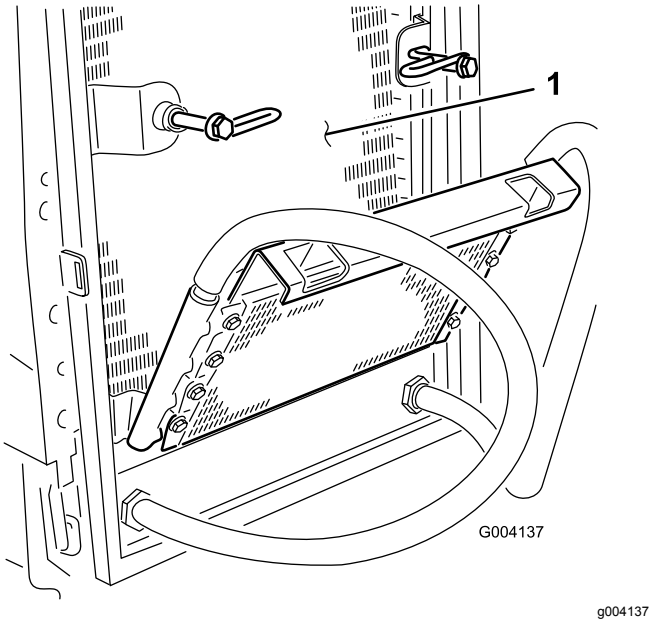

Figur 62
6. Rengjør begge sidene av oljekjøleren og radiatoren (Figur 62) grundig med trykkluft.